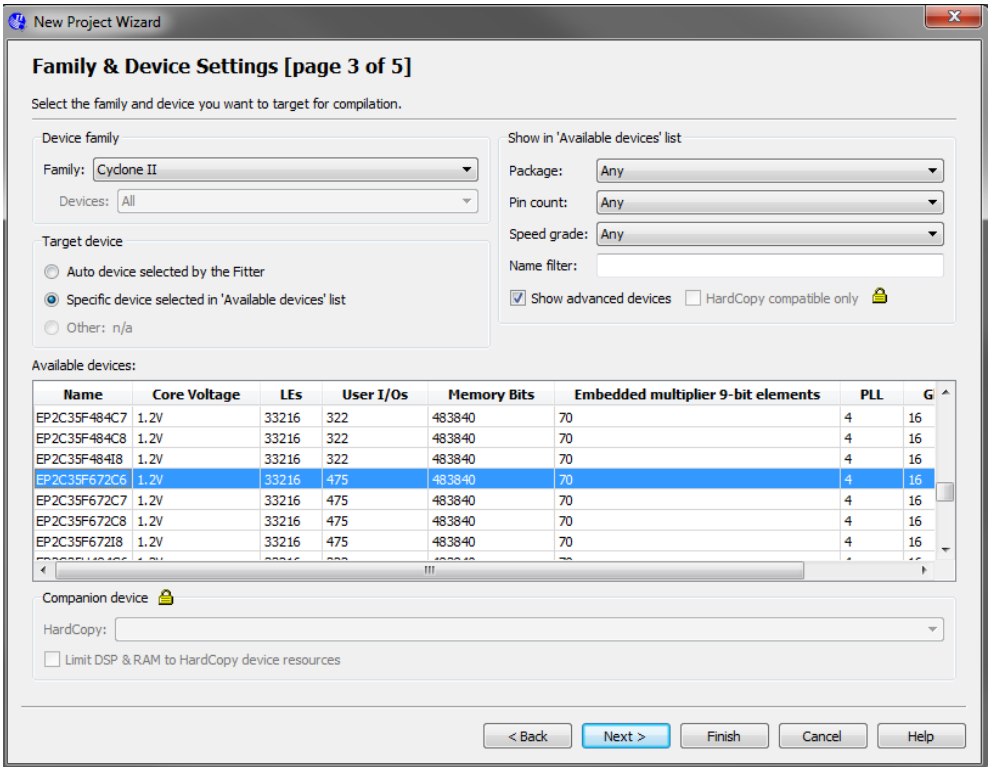

Figure 3. Selecting a device.
4. Specify the FPGA device as shown in Figure 3. Select **Cyclone II** from the **Family** drop down list. Select **EP2C35F672C6** from the **Available devices**.